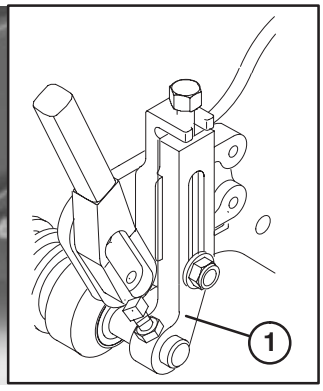

Figure 1A
4. Install new height–of–cut arms and roller assembly with height–of–cut adjusting screws, jam nuts and set screws previously removed (Fig. 1A). Height–of–cut arms to be positioned in forward position as shown in figure 1A.